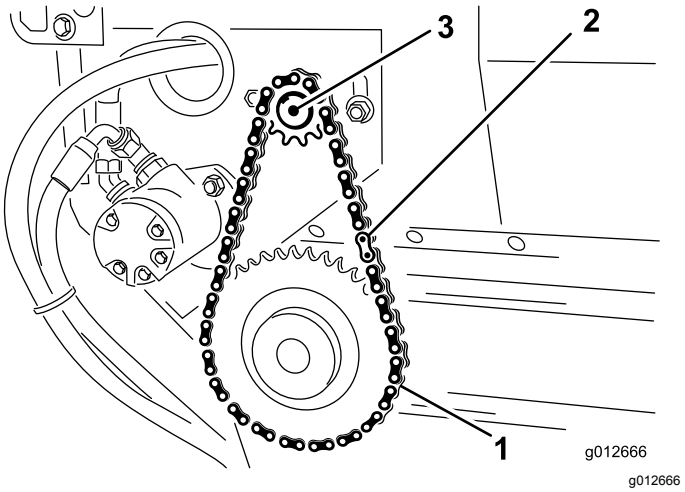

Figure 38
1. Assemble the chain onto the small sprocket and secure the chain with the master link (Figure 38).